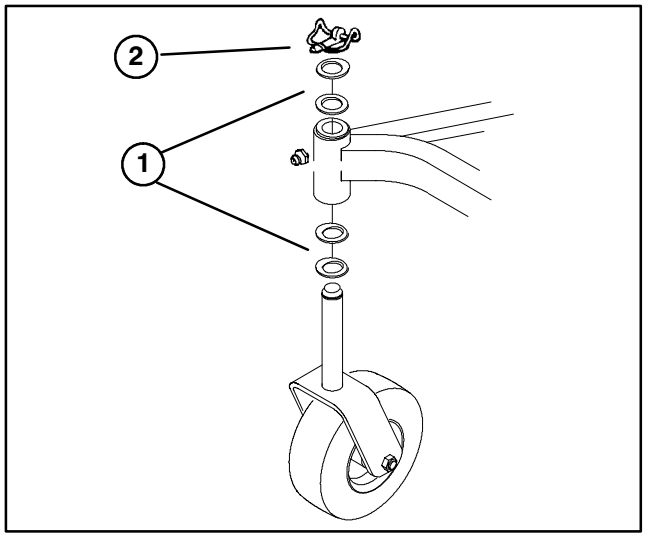

Figure 31
A. Cutting units usually operated at 1 to 2 in. height–of–cut should have the low side of the cutting unit raised. Remove the lynch pin securing castor wheel on low end (Fig. 31) and remove castor assembly.
B. Transfer one thrust washer from top side of castor shaft to lower side, install castor assembly and compare blade height of all blades; refer to items 3 through 7. Continue adding thrust washers if height still does not meet requirements.
C. If cutting unit is operated at 2 to 4 in. height–of–cut, lower the high side of cutting unit. Remove lynch pin of castor at high end of unit and remove castor assembly (Fig. 31).
D. Transfer one thrust washer from lower side of castor shaft to top side, install assembly and compare blade height of all blades; refer to items 3 through 7. Repeat procedure if height still does not meet requirements.